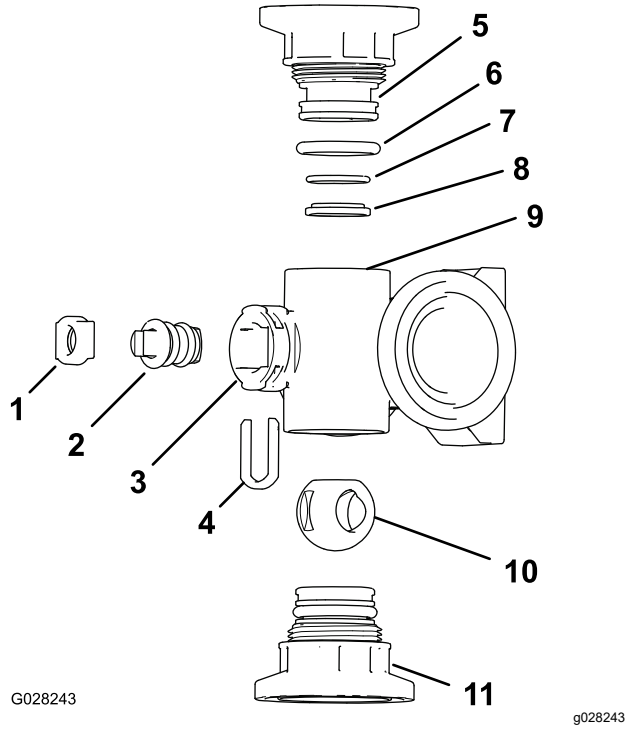
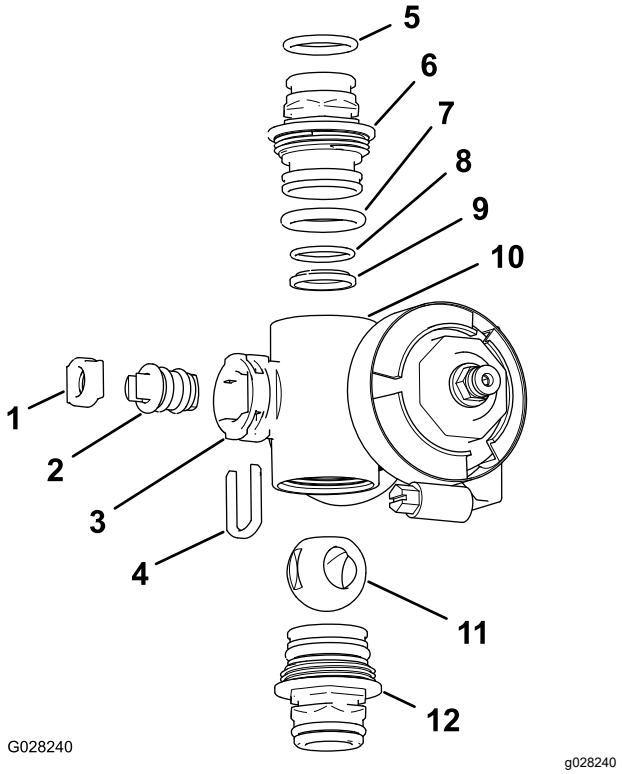

Figur 78
Figur 79
2. Fjern de to endedækselfittinger fra hver ende af manifoldhuset (Figur 78 og Figur 79).
4. Fjern spindelholderen fra åbningerne i spindelporten i manifolden (Figur 78 og Figur 79).
5. Fjern spindelholderen og ventilspindelsædet fra manifolden (Figur 78 og Figur 79).
6. Tag ventilspindelenheden ud af manifoldhuset (Figur 78 og Figur 79).
1. Kontroller udgangsfittingens O-ringe (kun sektionsventilmanifold), endedækslets O-ringe, kontrasædets O-ringe og kuglesædet for skader eller slitage (Figur 78 og Figur 79).
2. Smør ventilspindelen med silikonefedt, og placer den i ventilspindelsædet (Figur 78 og Figur 79).
3. Monter ventilspindelen og sædet i manifolden, og fastgør spindelen og sædet med spindelholderen (Figur 78 og Figur 79).
4. Sørg for, at kontrasædets O-ring og kuglesædet flugter med hinanden og er placeret i endedækselfittingen (Figur 78 og Figur 79)
5. Monter endedækselfittingen på manifoldhuset, så flangen på endedækselfittingen rører manifoldhuset (Figur 78 og Figur 79), og drej derefter endedækselfittingen yderligere ⅛ til ¼ omgang.